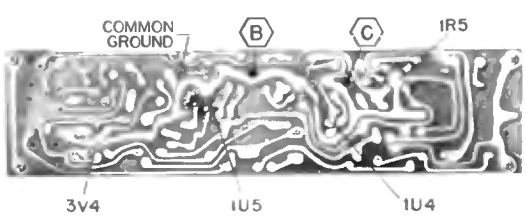

Figure 2 Bottom View of Chassis 200. Tube Locations and Alignment Points Shown.
- DO NOT connect earth ground to common ground (see figs. 2 and 4).